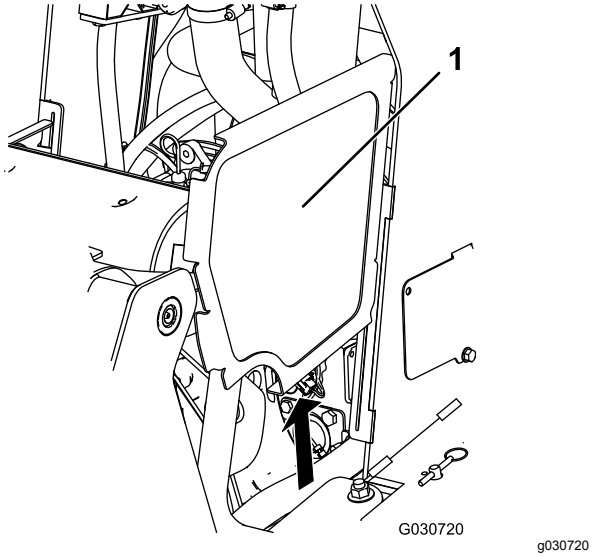

Figur 35
2. Skjut sidoskärmarna (Figur 35) uppåt och ut ur skårorna i frontskärmen och ramen.